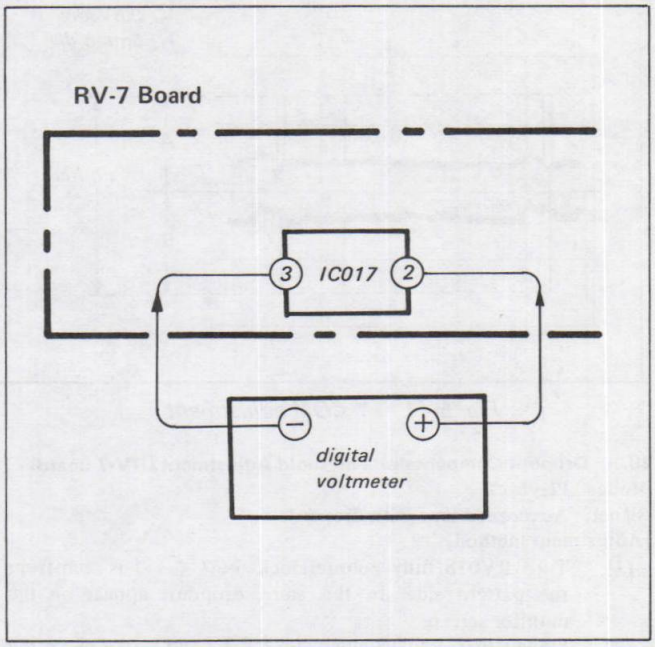

Fig. 5-39. Expand adjustment
(1) Play back the colour bar signal from the alignment tape.
(2) Connect the digital voltmeter to the points shown in Fig. 5-39.
(3) Adjust RV019 for 0.40V dc ± 0.01V dc.